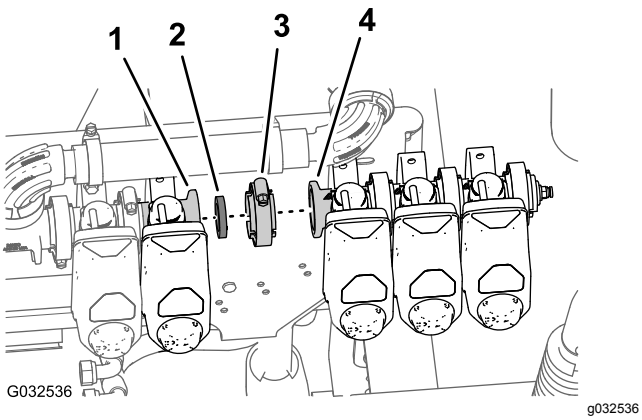

Figur 91
1. Rikta in packningen och flänsen på vänstersektionens ventil (identifierad som munstycksventil 8) mot flänsen på munstycksventil 7 (Figur 91).
2. Fäst packningen och munstycksventi 8 på munstycksventil 7 löst med en flänsklämma (Figur 91).